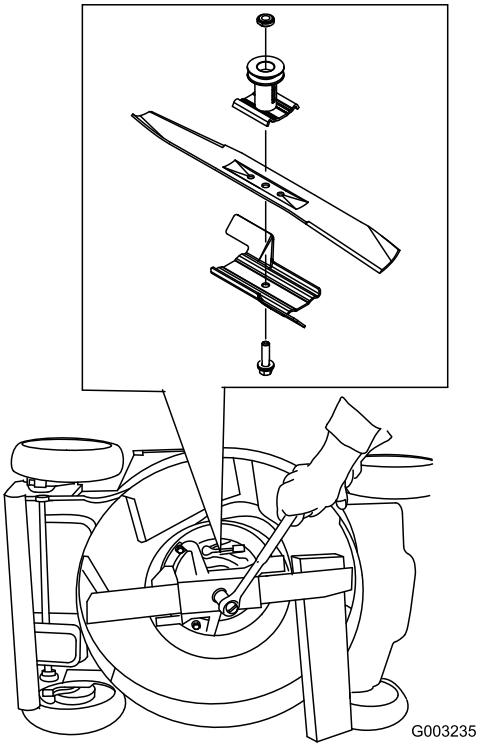

**Figuur 41**
3. Gebruik een blok hout om het mes stil te houden (Figuur 41).